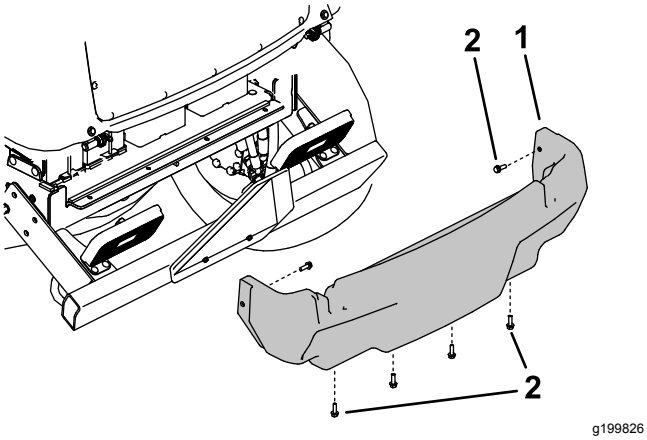

Figur 102
5. Ta bort de sex flänsskruvarna som fäster det bakre höljet på ramen och ta bort det bakre höljet (Figur 102).
4. Montera det bakre höljet (Figur 102).